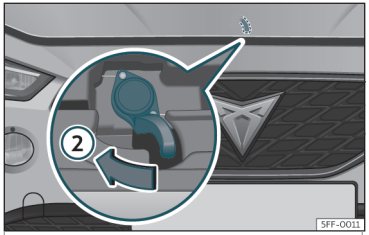

Fig. 184 Palanca bajo el capó.
- Para levantar el capó haga presión hacia la izquierda con la palma de la mano hacia abajo en la palanca situada debajo del capó, en el centro››› **fig. 184** ②. Los ganchos de sujección quedan desbloqueados.